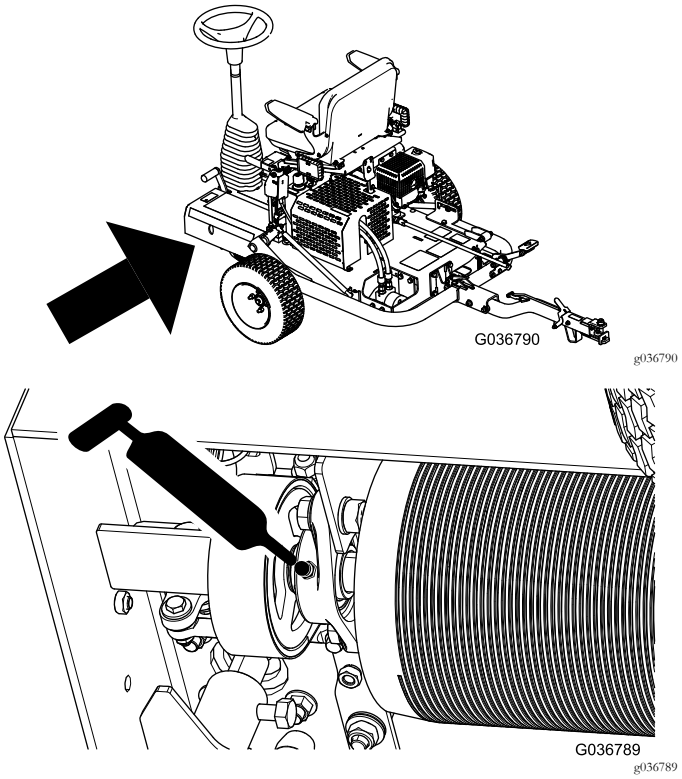

Figur 30
2. Pump fedt ind i smøreniplen som vist i Figur 30.